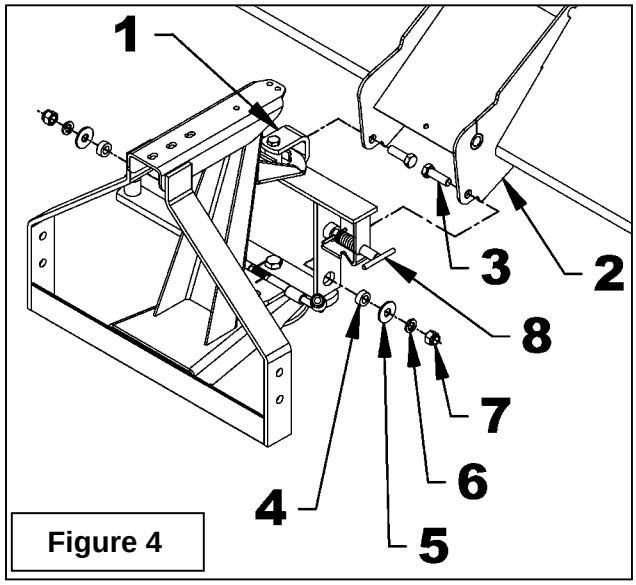

Figure 4
(Figure 4)
1. **Figure 4:** Attach the assembled broom pivot (item 1) to the broom housing (item 2) with two 5/8"NC x 2" hex. bolts (item 3), two pivot bushings which the exterior has been greased (item 4), two 11/16" hole flat washers, two 5/8" lockwashers and two 5/8'' NC nylon insert locknuts (items 5, 6, 7) in the order shown on the figure.
2. **Figure 4:** Turn the "T" pin (item 7) clockwise to unlock it and tilt the pivot to lock it on the broom housing.